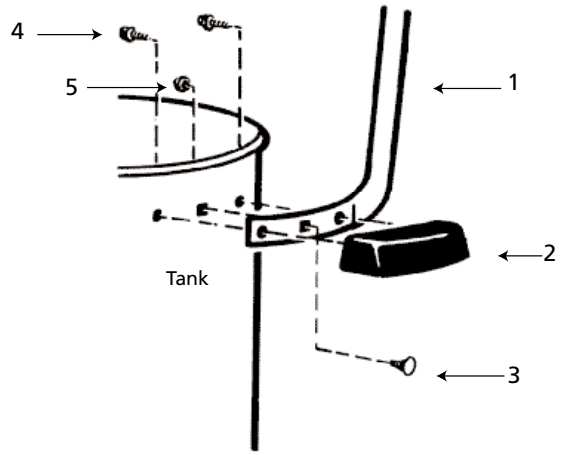

Figure 32 — Repair Parts Illustration for Handle Assembly
7. Stand vacuum up on dolly. Place metal carriage handle between tank and plastic side handles, and fasten tightly with screws provided. Be sure to spread ends of carriage handle when assembling to prevent damage to tank **(Figure 32).**